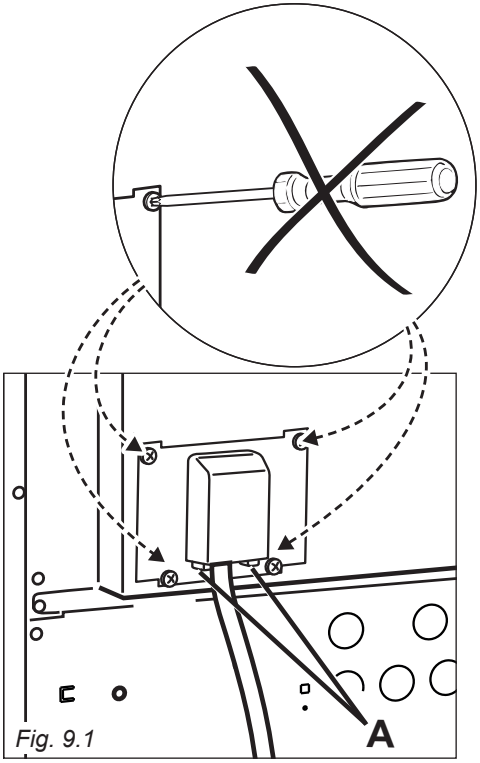

Fig. 9.1
- Unhook the terminal board cover by inserting a screwdriver into the two hooks "**A**" (fig. 9.1).